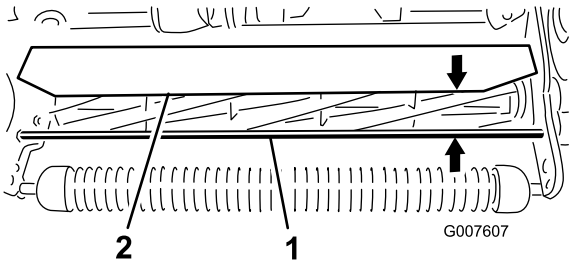

**Figur 51**
1. Mål afstanden fra toppen af den forreste støttestang til forkanten af afskærmningen i hver ende af klippeenheden (Figur 51).